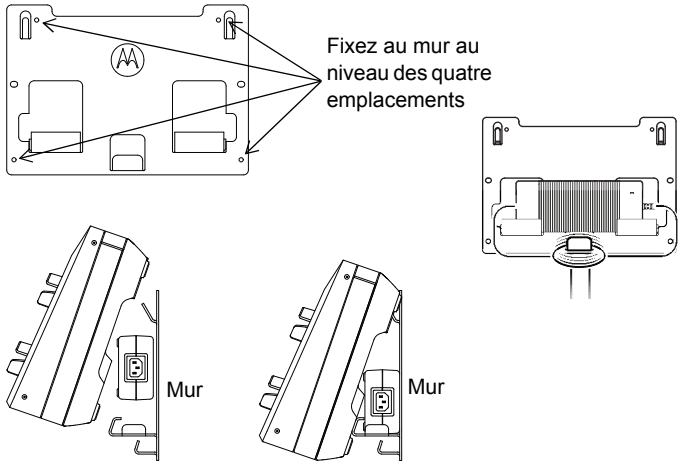

Figure 17 : fixation du chargeur pour unités multiples au support mural
4. Accrochez le chargeur pour unités multiples au support mural, comme illustré à la Figure 17.